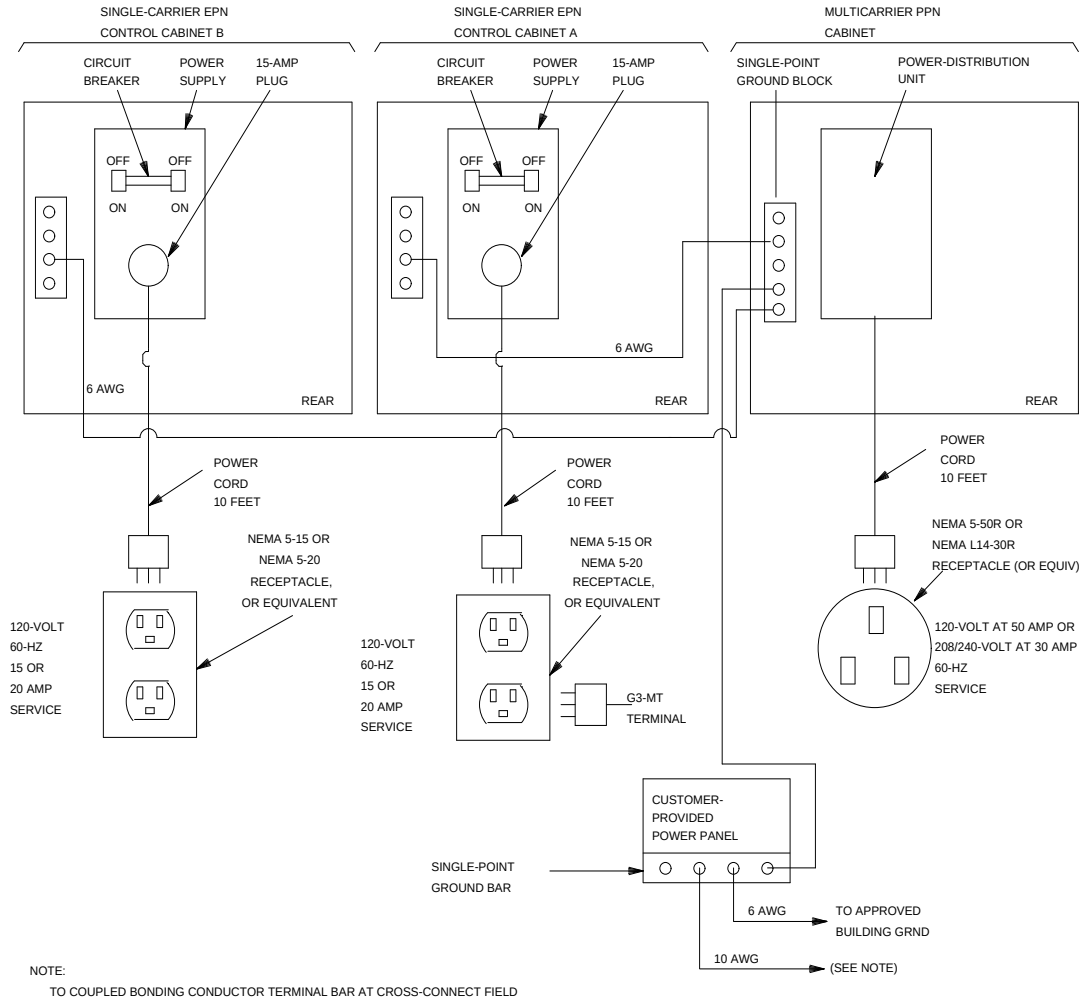
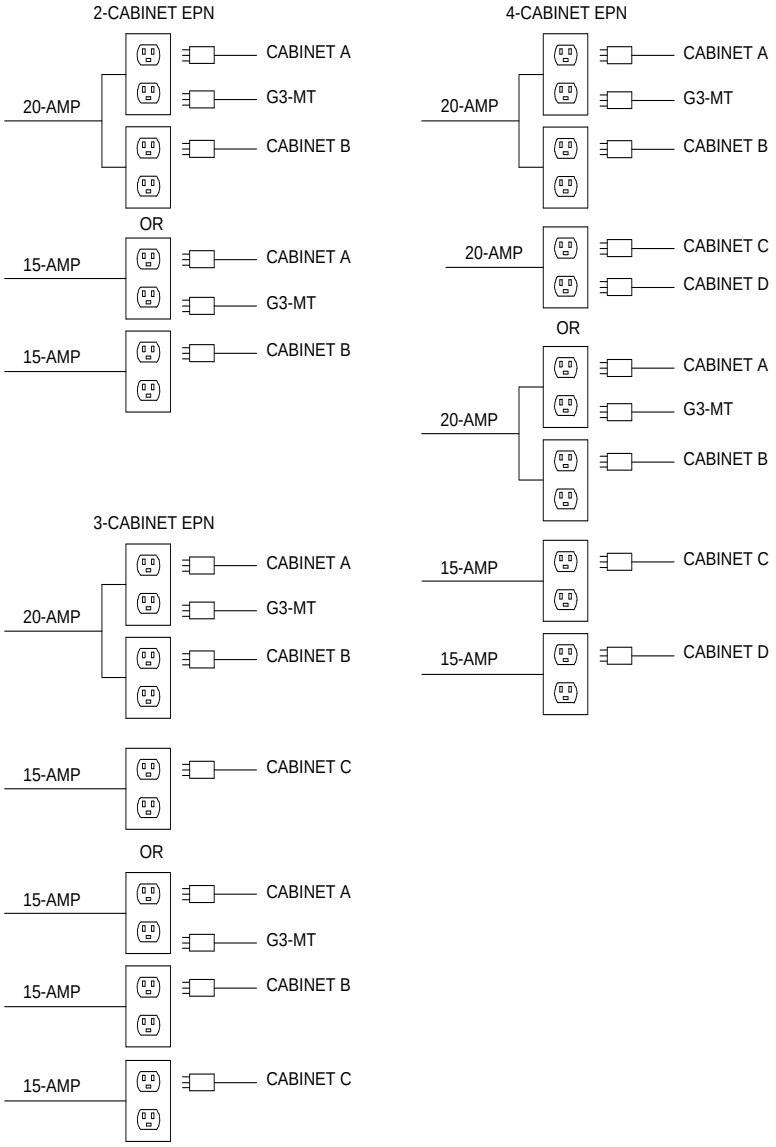
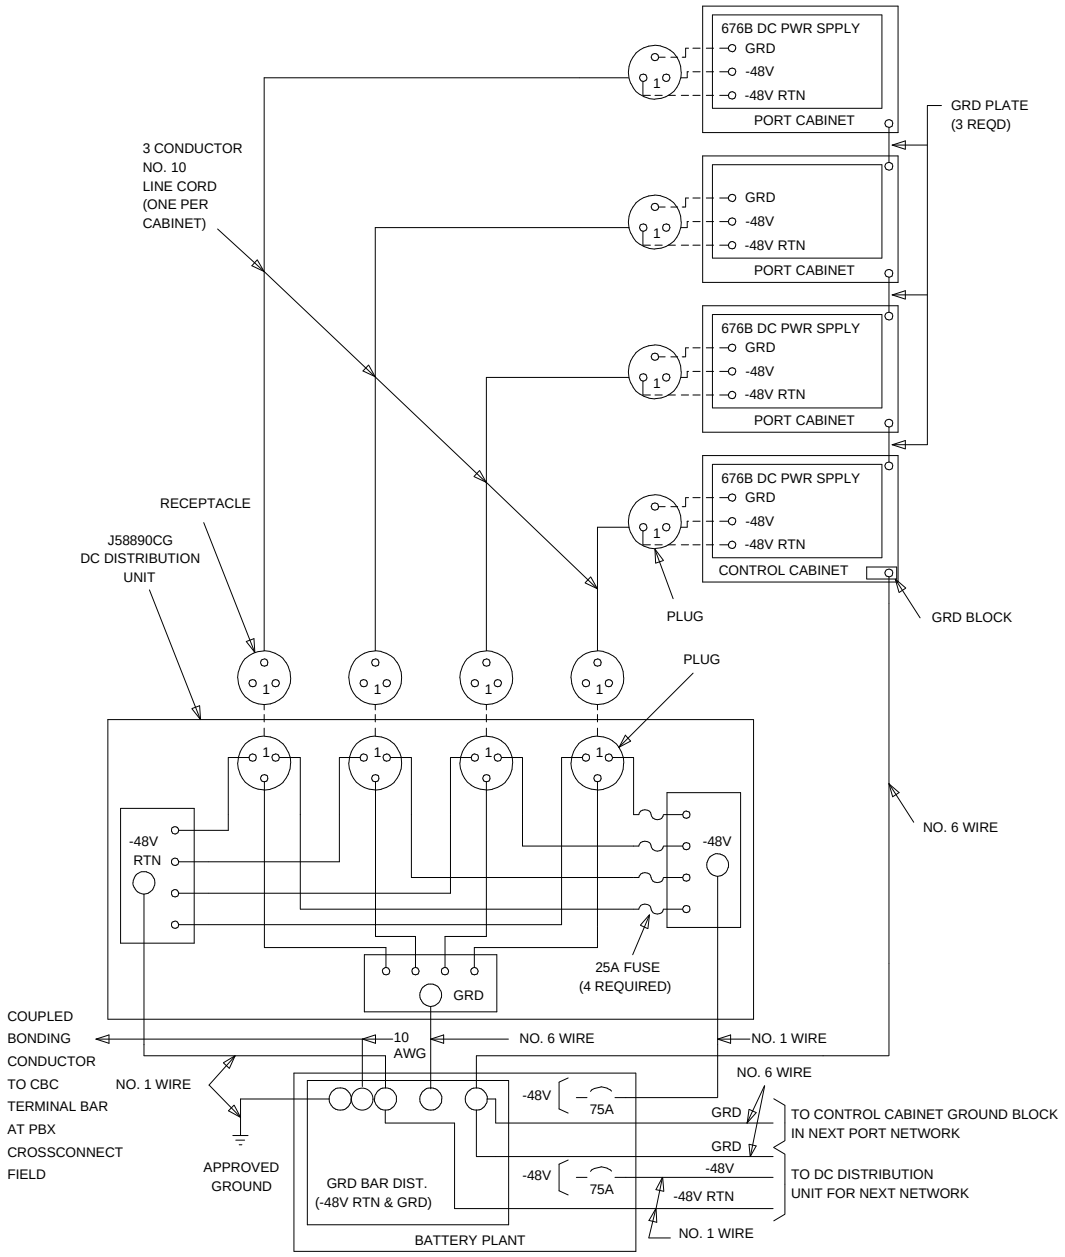

Figure 10-10. Typical Power and Grounding Layout
Figure 10-11. AC-Power Requirements for EPNs with Single-Carrier Cabinets
Figure 10-12. DC-Power and Grounding Wiring for Typical SCC EPN
1. At the SCC EPN, behind the power supply of each cabinet, set the circuit breaker to OFF (See Figure 10-10).
2. Unplug the power cord from the receptacle for each on-line cabinet. (See Figure 10-10, Figure 10-11, and Figure 10-12.)
Each cabinet contains its own power supply, and an AC power cable must be connected to each cabinet. The customer-provided AC receptacle options are shown in Figure 10-11.
2. Connect the AC power cable from each cabinet to power receptacles (See Figure 10-10 and Figure 10-11).
- At the J58890CG DC power-distribution unit, connect the power cord to the cabinet connector associated with the cabinet being added. Route the cable to the rear of the cabinet being installed. Connect the power cord to the DC connector on the rear of the cabinet being installed (See Figure 10-12).
1. At the SCC EPN, on the rear of each cabinet on the back of the power supply, set the circuit breaker to ON (See Figure 10-10).